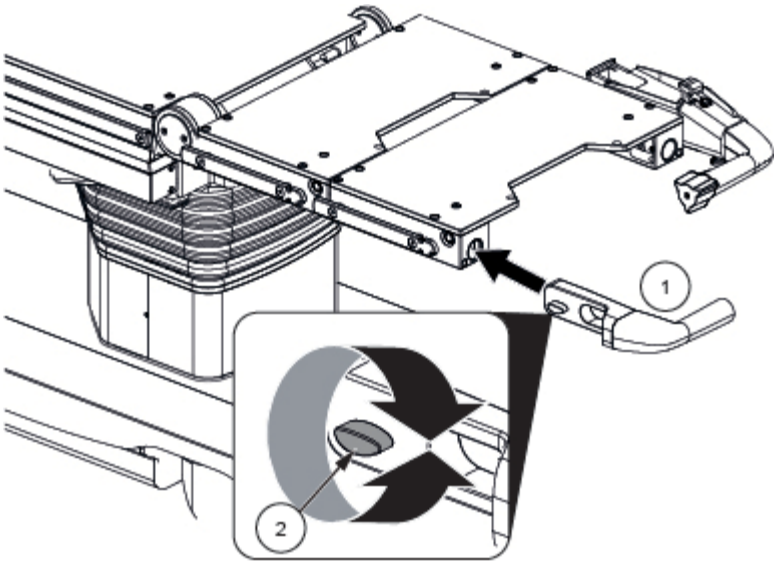

Figura 7-10. Instale el mango para accesorios
1. Empuje el mango para accesorios (1) hasta el fondo del raíl y asegúrese de que el tornillo de mariposa (2) permanece desbloqueado. Consulte la *Figura 7-10*.
2. Gire el tornillo de mariposa (2) para apretarlo. Tire del mango para accesorios para comprobar que está bien sujeto. Consulte la *Figura 7-10*.
1. Gire el tornillo de mariposa (2) para aflojarlo. Tire del mango para accesorios para extraerlo. Consulte la *Figura 7-10*.